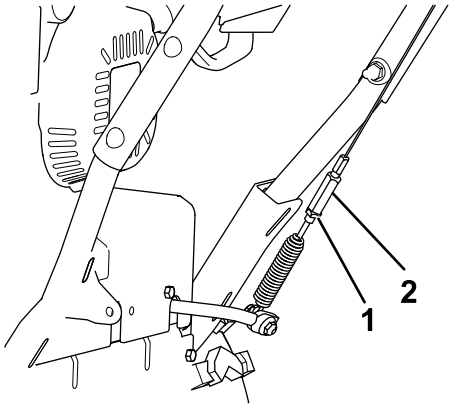

Rysunek 29
5. Odkręć przeciwnakrętkę (Rysunek 29).
6. Poluzuj lub dokręć ściągacz, który reguluje napięcie linki (Rysunek 29).